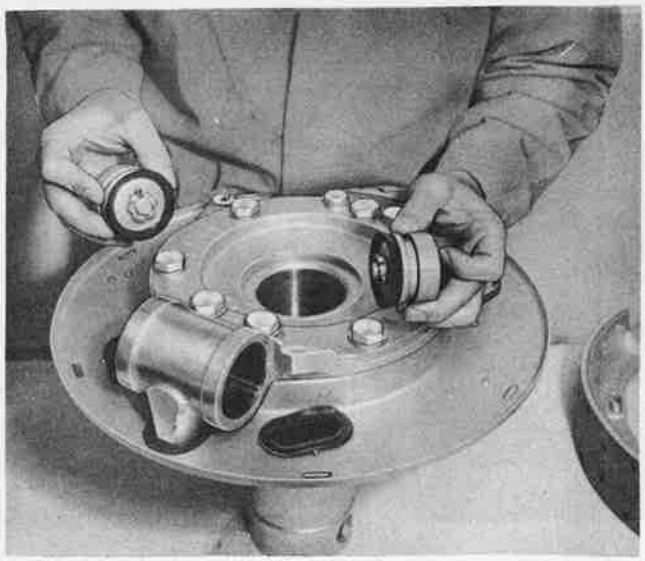
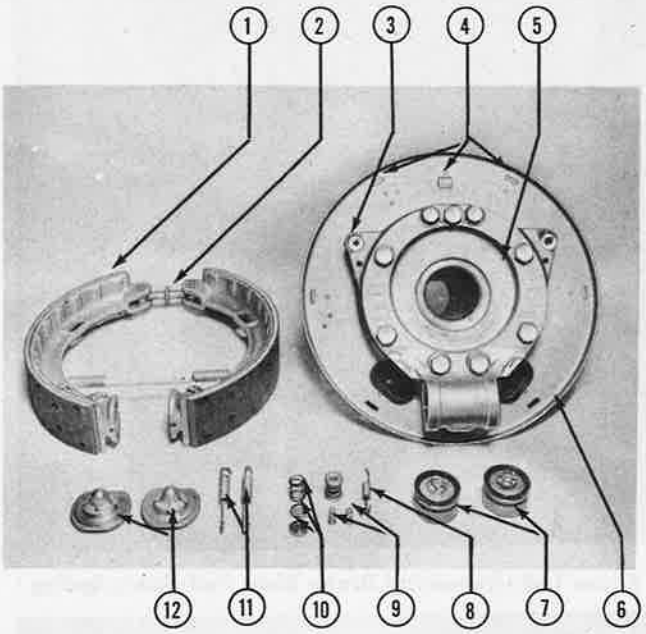

Figure 170—Removing Brake Actuating Pistons
Figure 171—Brake Disassembled
d. Two anchor caps (figure 171) are provided, one for each piston. One end of the cap forms a rounded pin which fits into the recess in the brake piston. The other end of the anchor cap is designed with a tapered flange or key which fits into a groove machined into the end faces of each brake shoe.
(7) Remove the actuating piston and cup assemblies as shown in figure 170 and the brake will be disassembled (figure 171). Care should be observed to prevent foreign particles from entering the brake cylinder during disassembly.
(8) If necessary, the brake spider can be removed from the brake torque collar by removing the attaching bolts.